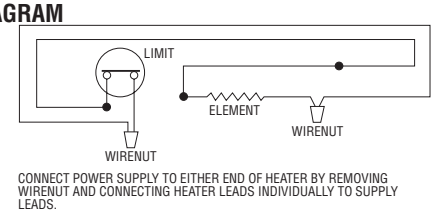

**Figure 6. Heater Wiring Connections**
2. Wiring procedures and connections must be in accordance with the National Electrical Code (NEC) and local codes. Refer to Wiring Diagram Figures 6 and 10 as well as Tables 1 and 2. Make sure all electrical connections are tight to prevent possible overheating. Use Copper Supply Wire Only.
12. Do not remove or bypass the safety limit control(s) as this could allow heater to become a fire hazard – see heater wiring diagrams Figures 6 and 10.
9. Connect supply wiring to heater as described in Figure 6, or as shown in the wiring diagrams supplied with the accessory kits intended for use with this heater.